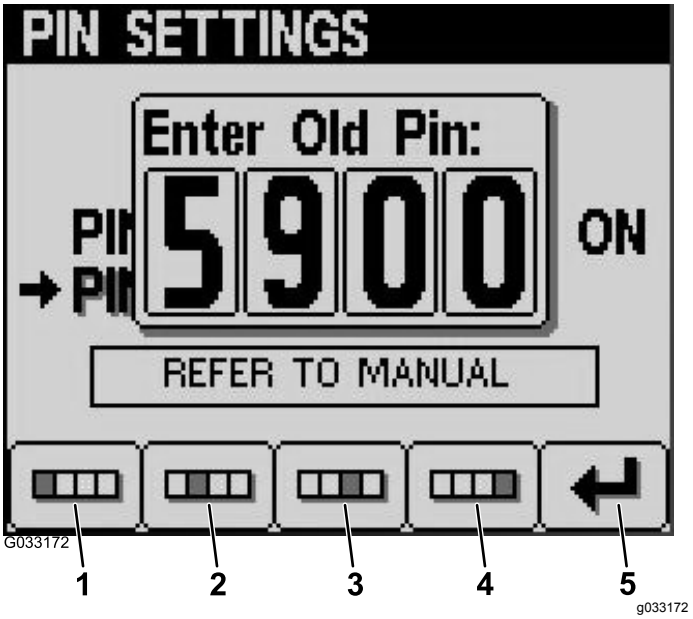

Figur 24
6. Indtast din gamle pinkode vha. knapperne 1 til 4 og tryk på knap 5, når du har gennemført indtastningen af pinkoden (Figur 24).